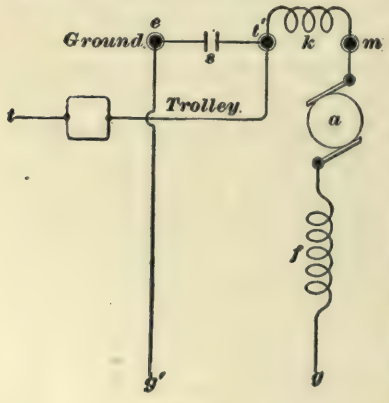

FIG. 21.
**19. Connections for Ajax Arrester.**—Fig. 21 is a diagrammatic sketch of the Ajax arrester shown in Fig. 5. The fuse capsule is not shown, but the air gap is indicated at *s*. This arrester, like the one just considered in Art. **18,** has three connecting parts, and, unless a person understands the arrester, there is apt to be a confusion of wires, and with results very much akin to those discussed in the preceding article. The trolley, motor, and ground-wire posts are, respectively, *t'*, *m*, and *e*, and *k* is the kicking coil. The trolley post is the middle one, and any current arriving at that post